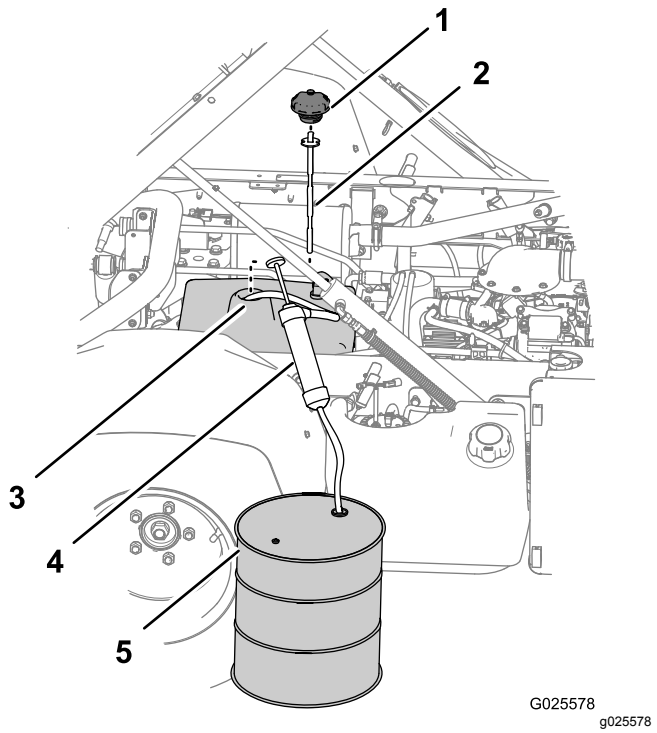

Figur 82
3. Fjern lokket og peilestaven fra hydraulikktankens påfyllingshals (Figur 82).
4. Før hevertutstyrets inntaksslange gjennom påfyllingshalsen til hydraulikktanken og ned til bunnen av tanken (Figur 82).
5. Før hevertutstyrets utslippsslange inn i en oppsamlingsbeholder (Figur 82) med kapasitet på 11,4 l (for ikke-TC-modell) eller 18,9 l (for ikke-TC-modell med sett for høy hydraulisk gjennomstrømning (valgfritt) eller TC-modell).
7. Fjern hevertutstyret fra hydraulikktanken (Figur 82).
8. Fyll 7,5 l (for ikke-TC-modell) eller 15,1 l (for ikke-TC-modell med sett for høy hydraulisk gjennomstrømning (valgfritt) eller TC-modell) av spesifisert hydraulikkvæske i hydraulikktanken (Figur 82).
9. Sett peilestaven og lokket på plass på påfyllingshalsen på hydraulikktanken (Figur 82).